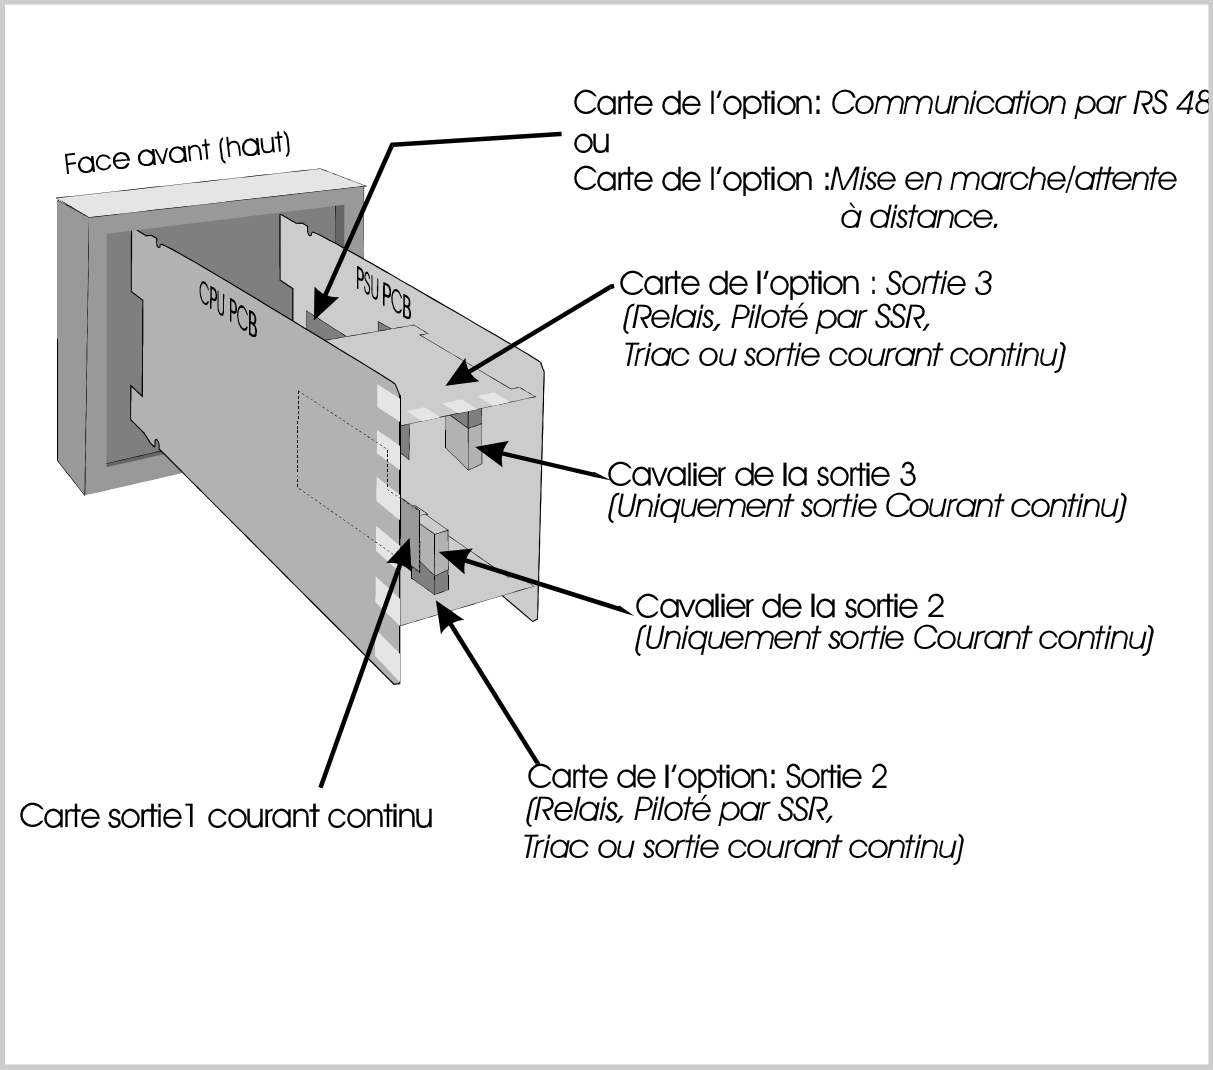
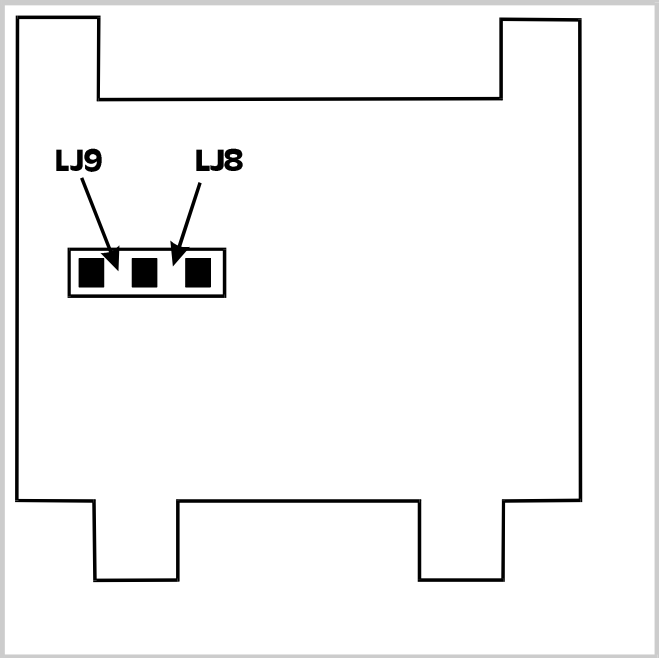

Figure 2-1 Position des cartes
Figure 2-6 Carte option sortie courant continu DC (Sortie 2 & 3)
Pour sortie l'appareil de son boitier, agrippez simplement les cotés de la face avant (il y a des agripoirs sur chaque cotés) et tirezl'appareil. Ceci débrochera l'appareil de son connecteur arrière et donnera l'accès aux cartes de l'appareil. Notez la position de l'appareil afin de le remettre dans le bon sens. La position des cartes de l'appareil sont indiquées en Figure 2-1.
Le type de sortie pour la sortie 2 est 3 est déterminé par le branchement d'une carte option a l'endroit approprié (voir Figure 2-1) et dans le cas de la sortie DC La sélection de la position du cavalier LJ8 et LJ9 consititue un cghoix de gamme de sortie (voir Figure 2-6 et Tableau 2-3). Il y a trois type de cartes options qui peut etre utilisé pour la sortie 2 et la sortie 3.
3. Carte de sortie DC (position des cavalier montré dans la Figure 2-6)